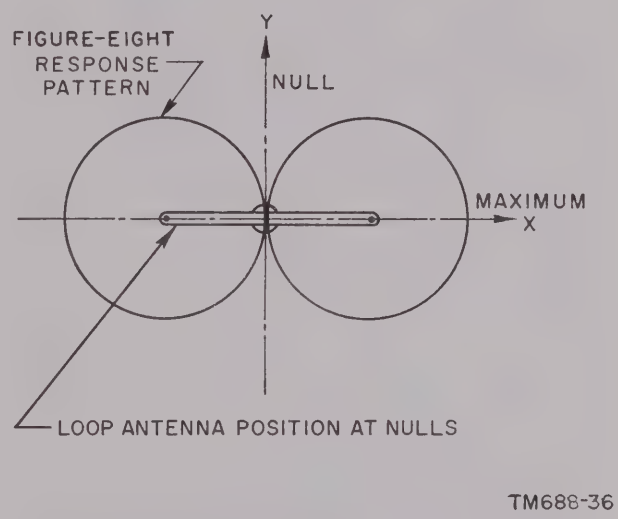

Figure 55. Response pattern for a loop antenna.
a. Direction finding is accomplished in Direction Finder Set AN/TRD–4A with directional antennas that have a figure-eight response pattern (fig. 55). The Adcock and loop antennas, both of which have a figure-eight response pattern are available to be used with Direction Finder Set AN/TRD–4A. The output from a figure-eight antenna varies from minimum to maximum as the antenna is rotated from a position parallel to the wave front to a position perpendicular to the wave front (fig. 55).
c. Regardless of whether the antenna is rotated slowly back and forth by hand or continuously with a motor, the fundamental profess is the same. A null type of bearing indication is obtained when the plane of the antenna is parallel to the wave front. There are always two positions for which the plane of the antenna is parallel to the wave front. Therefore, there are always two nulls that correspond to the nulls of the figure-eight pattern shown in figure 55.
a. General. Direction finding with Direction Finder Set AN/TRD–4A is accomplished by using directional antennas that have a figure-eight response pattern. Unlike the whip antenna, the figure-eight antenna does not respond equally well to signals from any direction in the horizontal plane. Thus, if a transmitter were moved in a circle about the figure-eight antenna, unequal response would be obtained at equal transmitter distances. Conversely, if the transmitter were held in one position and the figure-eight antenna were rotated about its central axis, unequal response would be obtained at different antenna positions. The figure-eight response pattern is shown in figure 55.